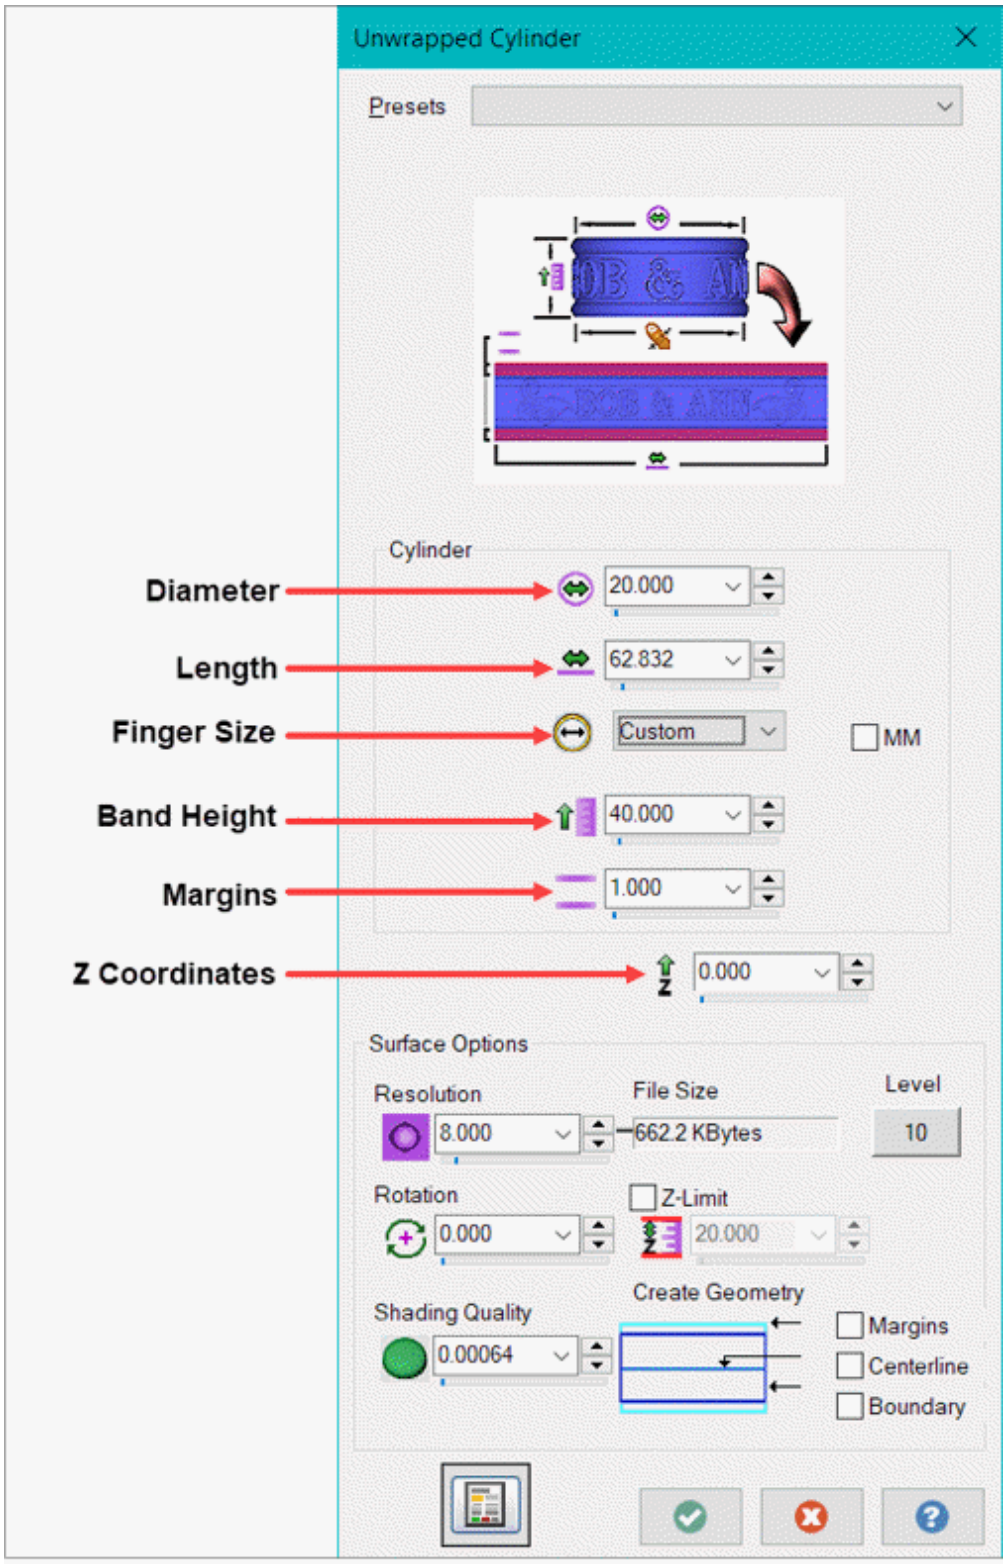

Figure-13. Unwrapped Cylinder dialog box
- Click on the **Unwrap Cylinder** tool from the **Base** panel in the **Art** tab of the **Ribbon**. The **Unwrapped Cylinder** dialog box will be displayed; refer to Figure-13.